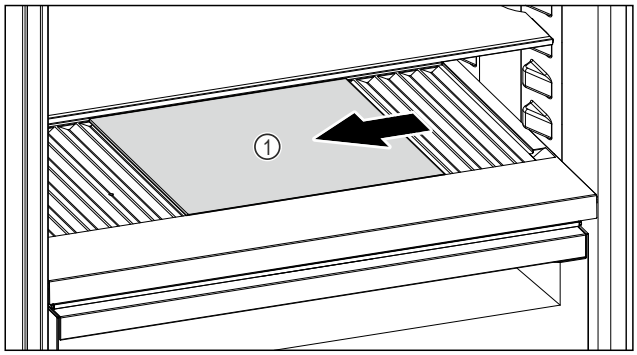

Fig. 204
▶ Deplasați placa de sticlă *Fig. 204 (1)* la stânga, în centru sau la dreapta.